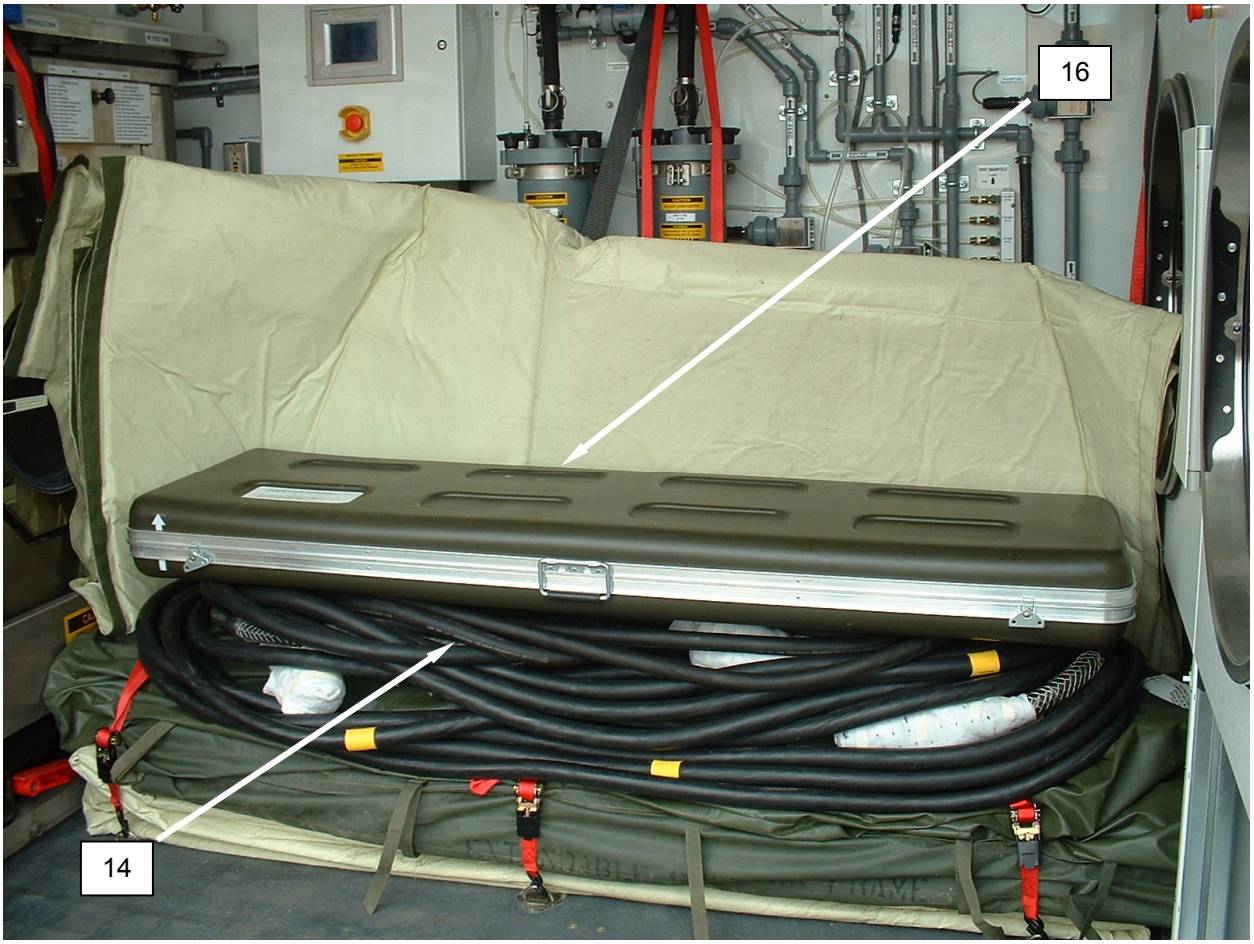
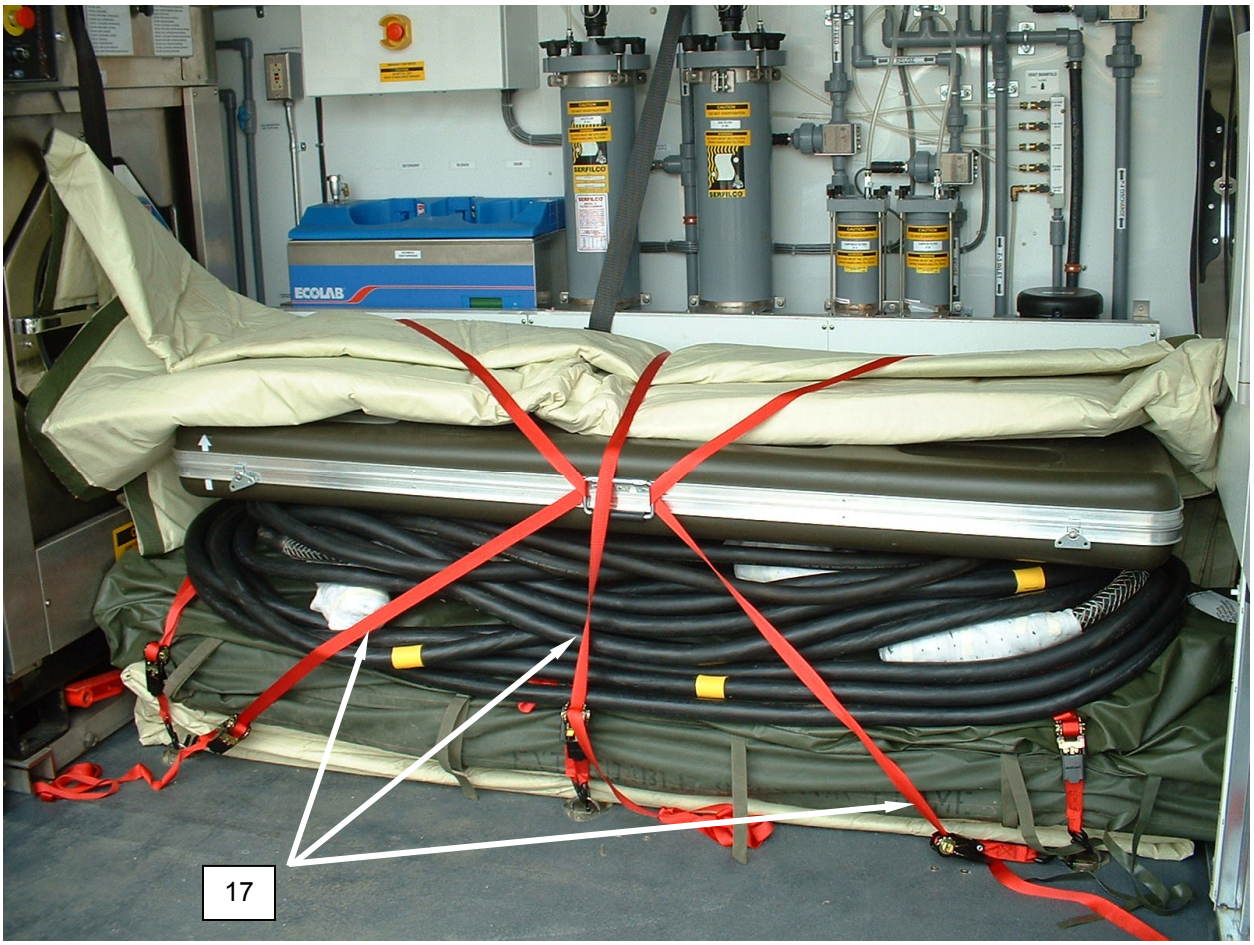

Figure 13. TEMPER light case on top of power cables.
Figure 14. CBL Minimum Packout.
19. Place TEMPER light case **(Figure 13, Item 16)** on top of power cables **(Figure 13, Item 14)**, and retain in place with three remaining 1-inch straps **(Figure 14, Item 17)**. When placing straps, run them through the case handle as shown to secure the case in place.